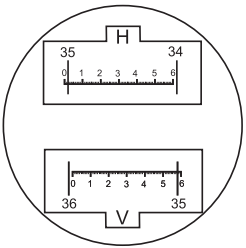

Рис.6
После регулировки освещенности шкал кругов, добейтесь при помощи винта фокусировки отсчётного микроскопа (3) чёткого изображения шкал, как показано на Рис.6.